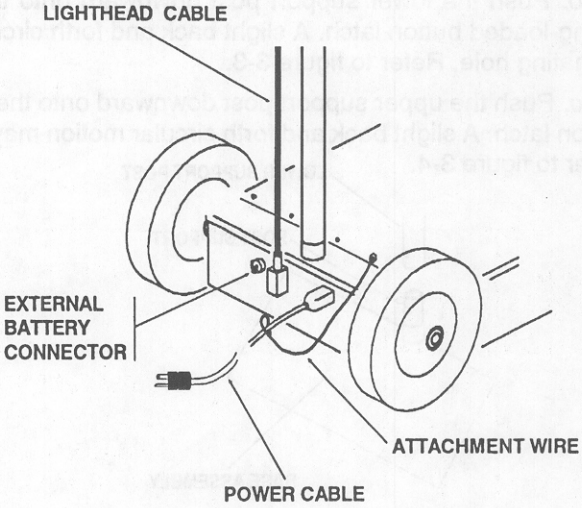

Figure 3-8. Lighthead and power cables.
g. Connect the lighthead cable into the connector on the back of the base assembly. Refer to figure 3-8.
(1) removing one of the Phillips screws fastening the base assembly cover plate,
(2) inserting the screw through the electrical terminal lug at the end of the green, plastic-coated attachment wire, and
(3) reinstalling the screw.